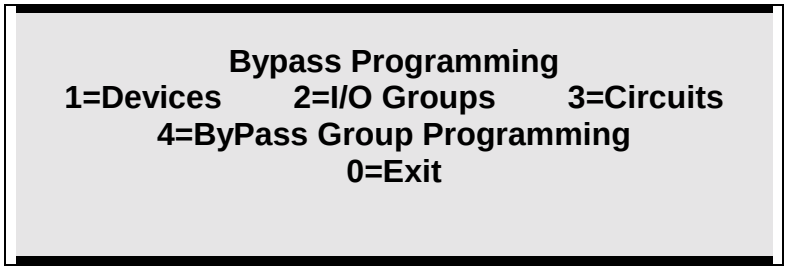

Figure T8
4. Select "Prog" [**2**] to select circuits for bypass. Figure T8 is now displayed.